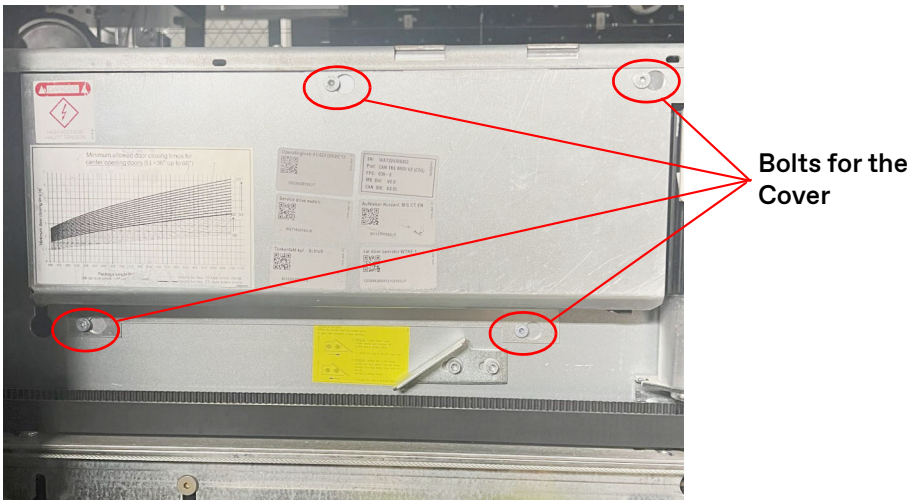

Figure 14 - Door Operator Cover
12. Install the door operator cover; insert the bolts and tighten them with a 4mm Allen wrench. See Figure 14.